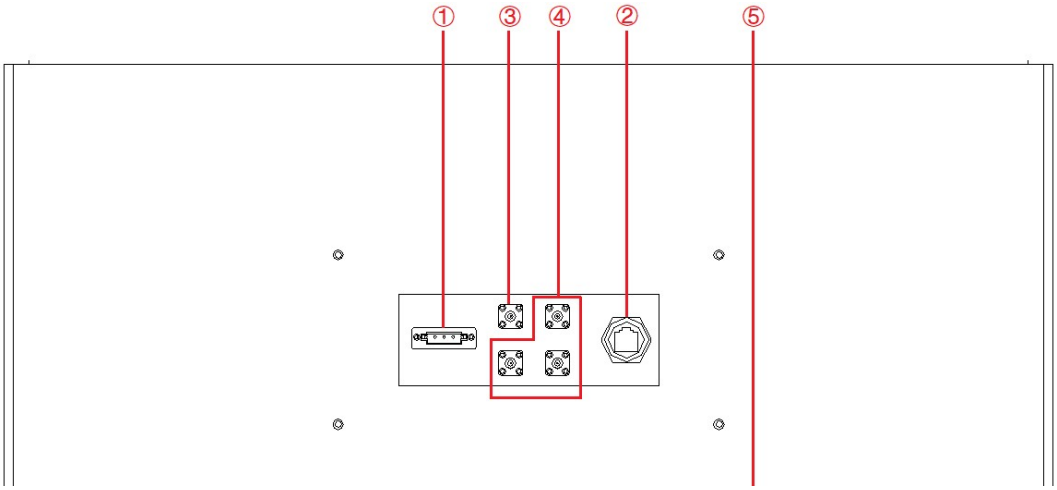

Figure 1-15 Rear panel of power supply
The AIT interface is located on the rear panel of power supply (Figure 1-15④).